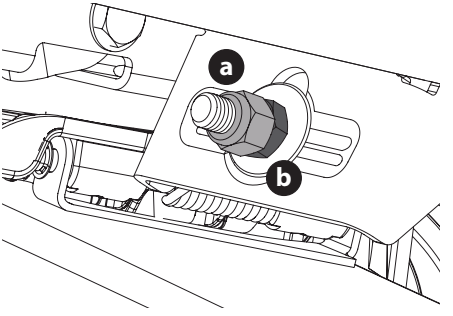

Fig. 39
5. Pour **relever** l'avant du plateau, retirez l'embout, desserrez le contre-écrou extérieur (a), puis serrez (vissez à l'intérieur) l'écrou intérieur (b) contre le support de suspension avant (Fig. 39). Si le réglage est correct, resserrez le contre-écrou extérieur (a) et remettez l'embout en place.
6. Pour **abaisser** l'avant du plateau, retirez l'embout, desserrez le contre-écrou extérieur (a), puis desserrez (vissez à l'extérieur) l'écrou intérieur (b) à l'écart du support de suspension avant (Fig. 39). Si le réglage est correct, resserrez le contre-écrou extérieur (a) à 77 N-m (57 pi-lb) et remettez l'embout en place.